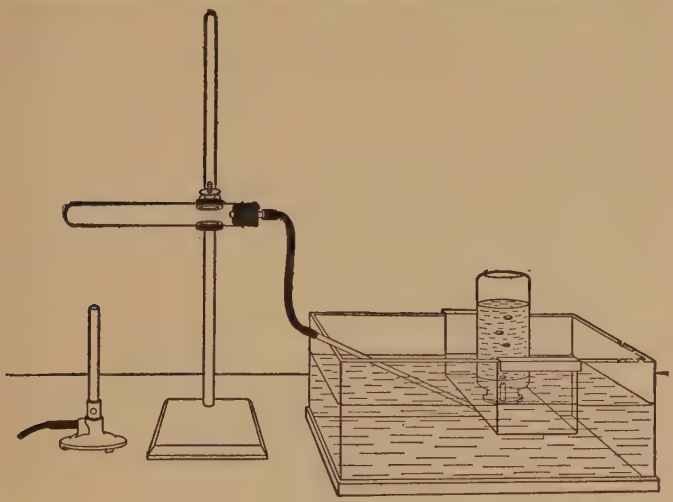

Fig. 9
Place the mixture in a hard glass test-tube provided with a one-hole cork and delivery tube (Fig. 9. The deeply shaded parts are rubber). Test the apparatus to see that it is air-tight [Note 30, below].
b. Fit a test-tube with a one-hole cork and delivery tube (Fig. 9). Pulverize about 2 g. of sodium hydroxide, mix it intimately in the mortar with about 3 g. of zinc dust, and place the mixture in the test-tube. Insert the cork and delivery tube, test the apparatus for air-tightness (Note 30, p. 18), and clamp the tube in a horizontal position (why?). Heat the mixture and collect the gas (?) over water (Fig. 9) in a test-tube. If the tube should crack [CAUTION !] cease heating at once. To learn whether the gas is combustible, carry the test-tube, when full of the gas, mouth downward, to a flame (?).